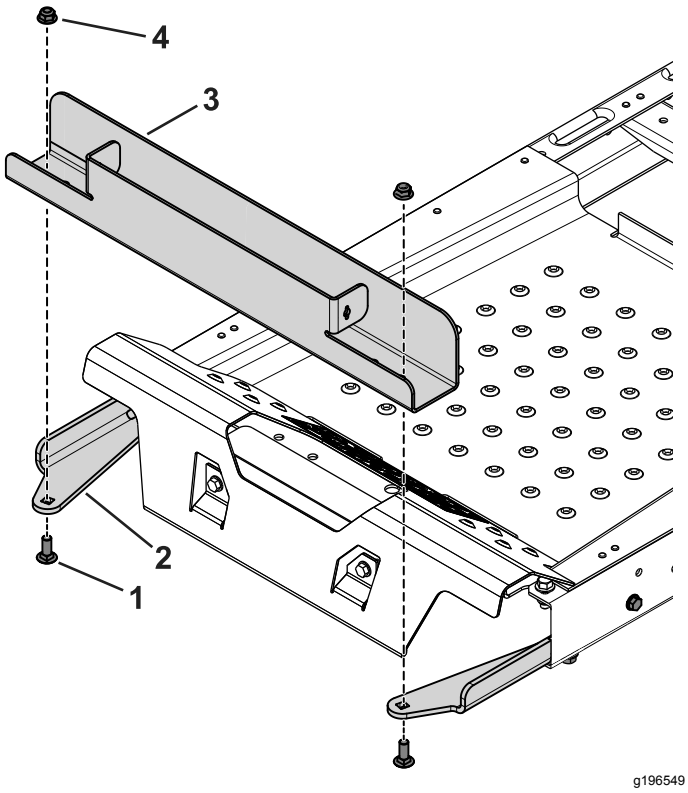

Figuur 4
3. Gebruik de 2 slotbouten (⅜" x 1") en flensmoeren om de gewichtbak vast te maken aan de bevestigingen (Figuur 4).